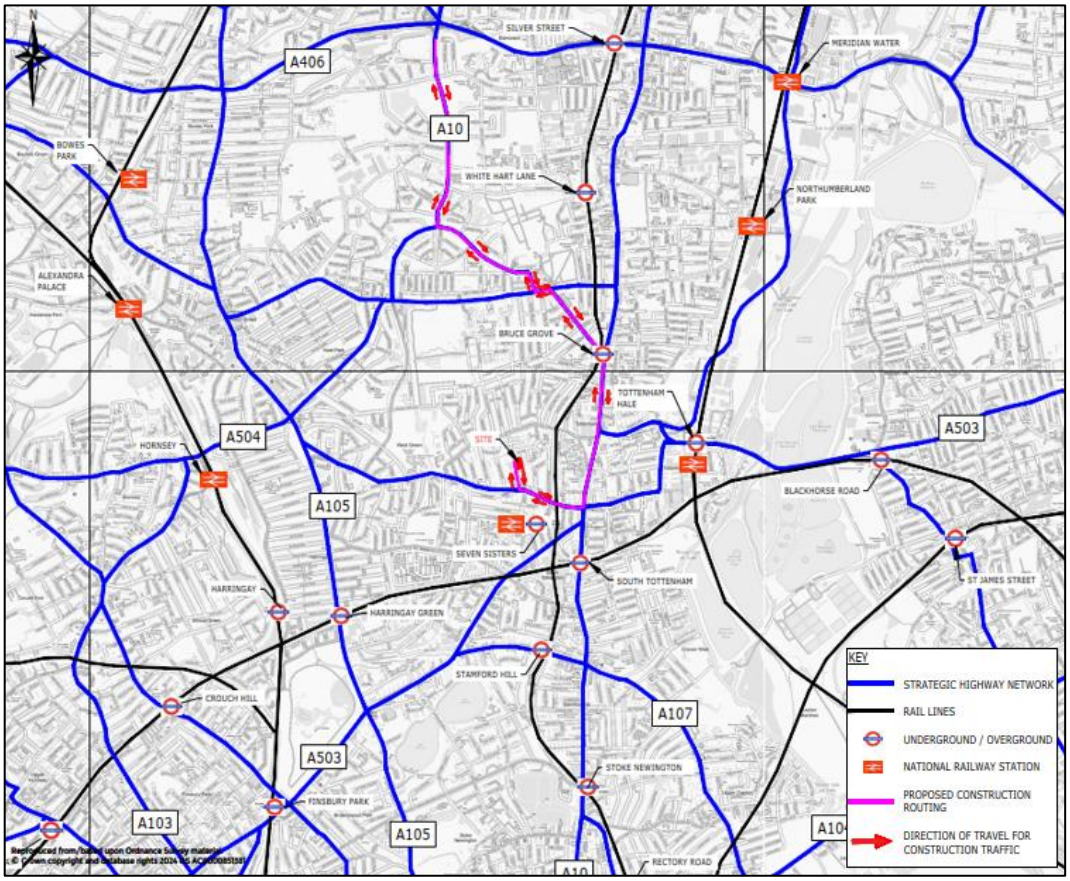

Figure 5.1: Proposed Vehicle Routing
5.5. **Figure 5.1** below shows the proposed vehicle routeing.